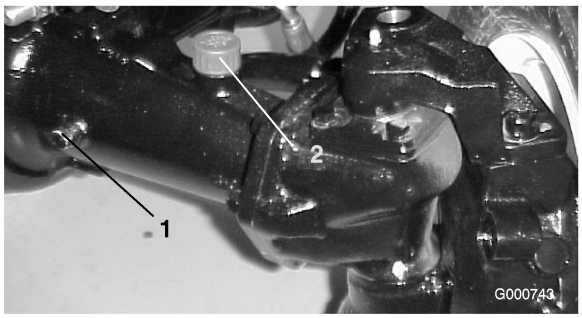

Figura 56
2. Togliete un tappo di controllo (Figura 56) da un lato del ponte posteriore e verificate che il lubrificante raggiunga la base del foro. Se il livello è basso, togliete il tappo di riempimento (Figura 56) e rabboccate con lubrificante finché non raggiunge la base dei fori dei tappi di controllo.